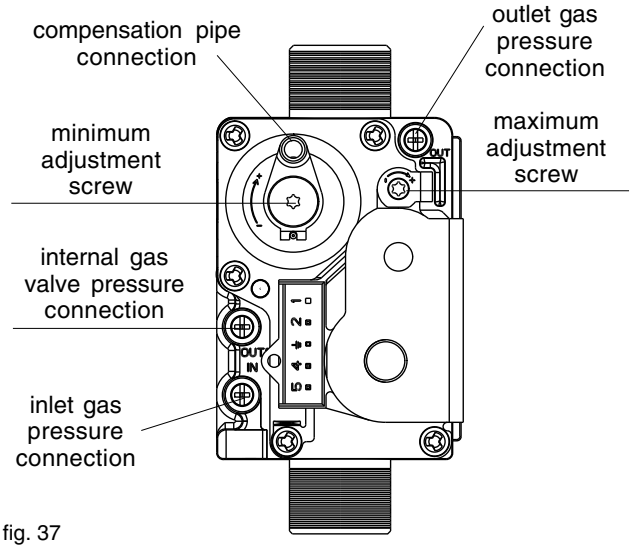

fig. 37
- using a TX 15 key (Torx key), very slowly turn the maximum adjustment screw (see fig. 37) - clockwise to increase, counter clockwise to decrease - until the correct value is displayed on the CO_2 analyser (allow time for the analyser to stabilise).
- locate the minimum adjustment screw (fig. 37), remove the protection plug using a TX 15 key (Torx key)
- using a TX 15 key (Torx key), very slowly turn the minimum adjustment screw (see fig. 37) - clockwise to increase, counter clockwise to decrease - until the correct value is displayed on the CO_2 analyser (allow time for the analyser to stabilise).